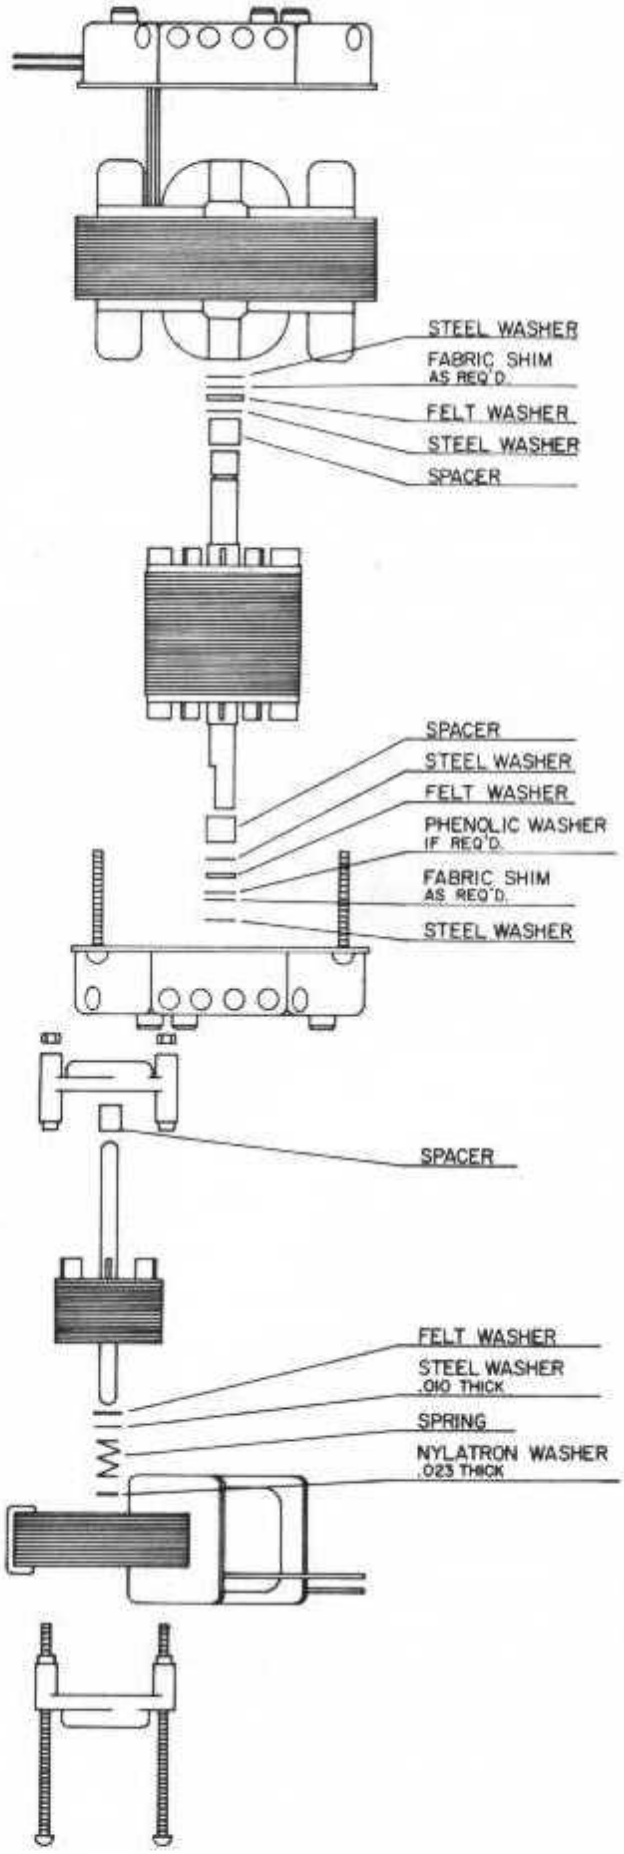

FIGURE 6
1. After removing two-speed motor assembly as previously outlined, detach small motor from large motor by unscrewing the four mounting bracket screws. (See Fig. 6).
2. Remove the two nuts and washers holding small motor to its mounting plate. (See Fig. 6).
1. Remove the two end nuts, lockwashers, and washers holding the small motor to its mounting bracket. (See Fig. 6).
1. Remove rubber wheel with 3/32 allen wrench. (See Fig. 6).
2. Remove belt drive pulley at opposite end of shaft. (See Fig. 6).
3. Remove pulley support ring. (See Fig. 6).